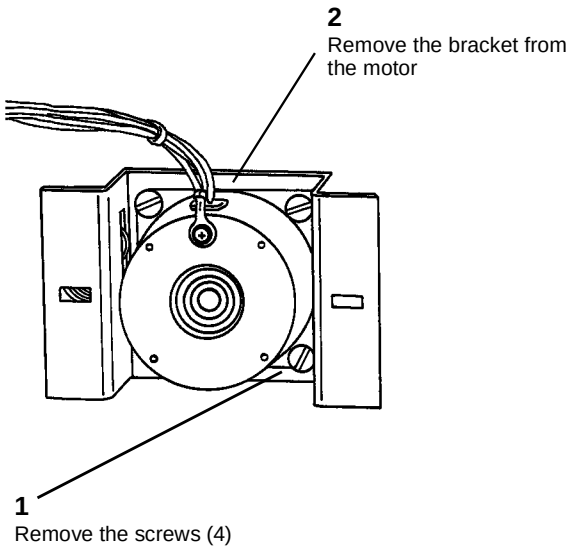

**Figure 2 Removing the Roll Drive Motor Bracket**
3. (Figure 2): Remove the bracket from the Roll Drive Motor.